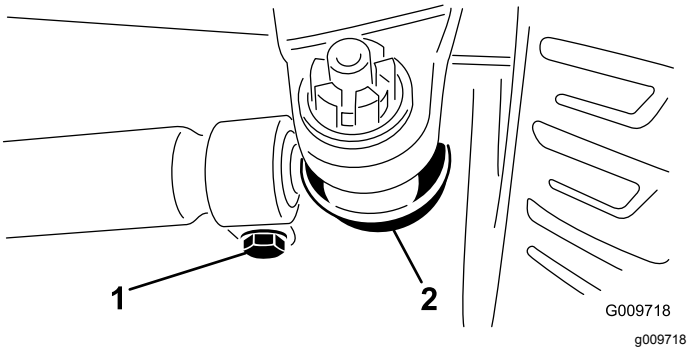

**Figur 71**
2. Du kan justere afstanden ved at fjerne splitten og møtrikken fra hver forbindelsesstangs kugleled (Figur 71) og fjerne forbindelsesstangens kugleled fra akselhusets holder.
3. Løsn klemmerne i hver ende af forbindelsesstængerne (Figur 71).
4. Drej det fritliggende kugleled en (1) hel omgang indad eller udad, og stram klemmen i den løse ende af forbindelsesstangen.